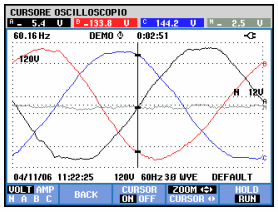

Figura 19-3. Schermata forma d'onda con cursore e zoom attivati
- Premere F4 per assegnare i tasti freccia alla funzione Zoom, come mostrato nella Figura 19.3. È ora possibile utilizzare i tasti freccia sinistra/destra per espandere o ridurre orizzontalmente le forme d'onda. I tasti freccia su/giù consentono di eseguire la stessa operazione verticalmente. Se la funzione Cursore è attiva, lo zoom orizzontale funziona in maniera simmetrica intorno al Cursore. Se disattivato, lo zoom orizzontale funziona intorno al centro della schermata. Lo zoom verticale funziona intorno al centro della schermata.